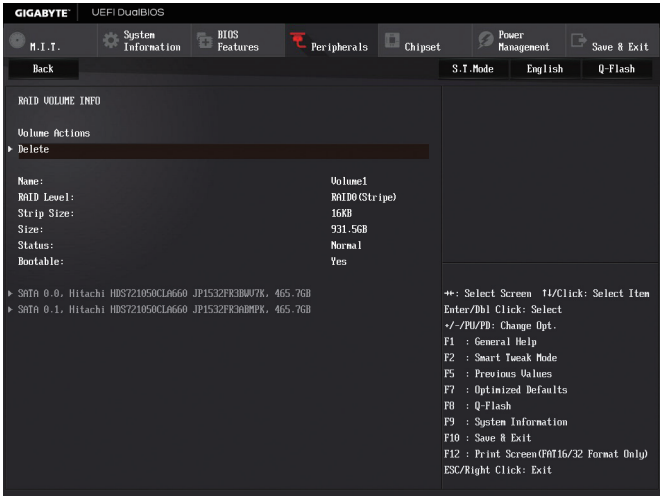

図 7
完了すると、**Intel(R) Rapid Storage Technology** 画面に戻ります。**RAID Volumes** に新しい RAID ボリュームが表示されます。詳細情報を見るには、ボリューム上で <Enter> を押して RAID レベルの情報、ストライプブロックサイズ、アレイ名、アレイ容量などを確認します (図 7)。